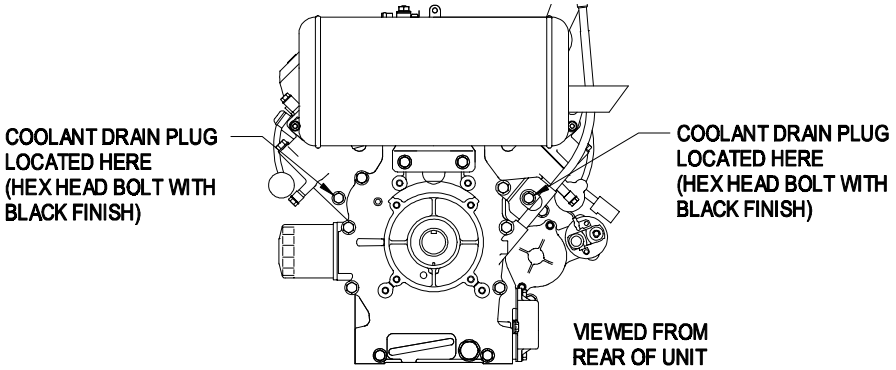

FIG. 5
b) Drain coolant when engine is cool. Coolant may be drained from the radiator by loosening the drain cock in the right rear corner. The engine block may be drained by removing the rear radiator hose and/or by removing the drain plugs from the engine block. The plugs may be accessed from the back of the engine and are located in either cylinder wall adjacent to the main engine block. The plugs may be distinguished as hex head bolts with a black finish. See Figure 5.